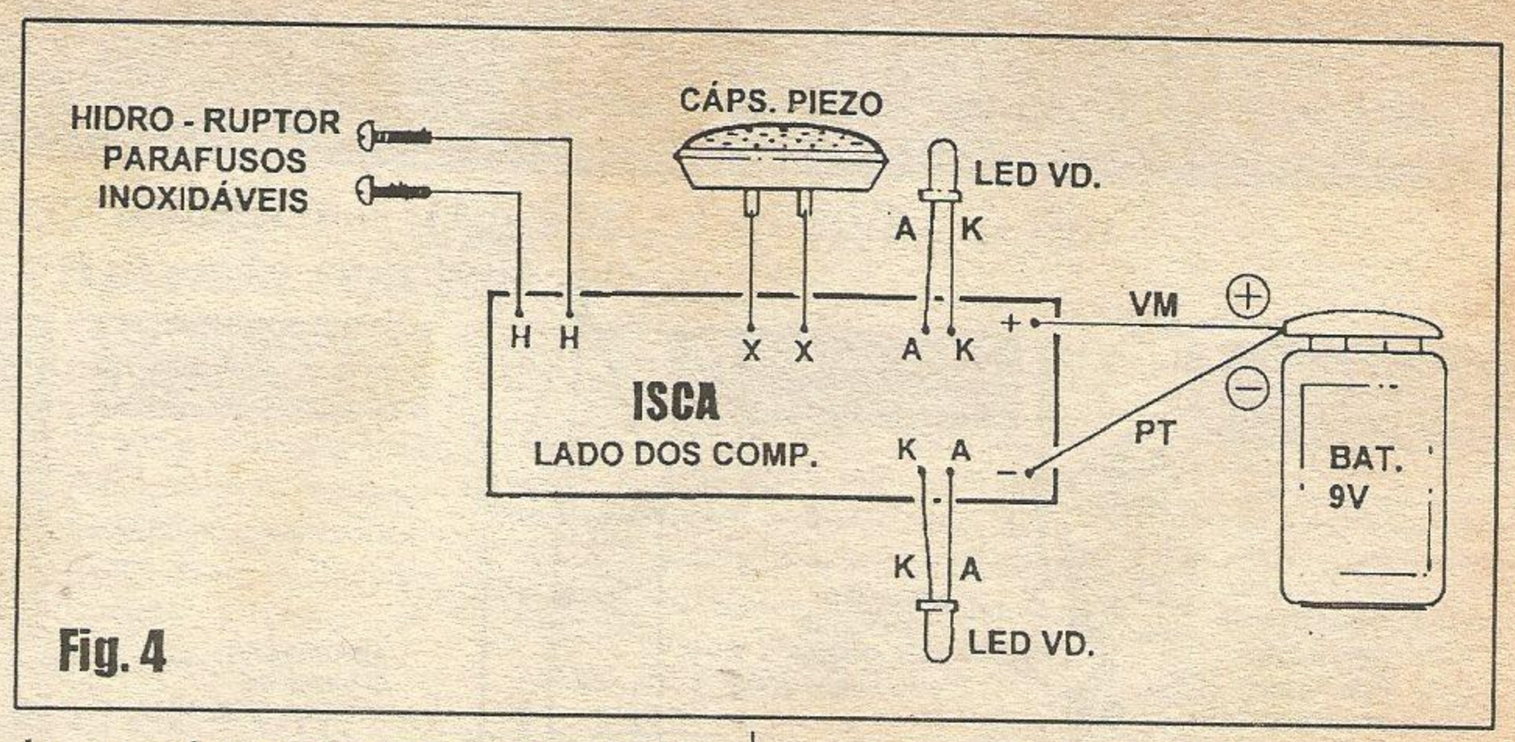

Fig. 4
**- FIG. 4 - CONEXÕES EXTERNAS À PLACA -** A placa continua vista pela mesma face mostrada no diagrama anterior... Só que agora, para não atrapalhar o entendimento, *invisibilizamos* os componentes lá relacionados, já que o interesse está direcionado unicamente para as ligações *da placa para fora*... Observar as ligações de alimentação, com o fio **vermelho** do *clip* da bateria ligado ao ponto (+) da placa, e o fio **preto** ao ponto (-). Notar as ligações (também polarizadas) dos terminais **A** e **K** dos dois LEDs, aos respectivos pontos simetricamente localizados junto às duas bordas maiores da placa (observação: os LEDs não precisam ficar *esparramados* feito parecem no diagrama, podendo situar-se verticalmente, perpendicularmente à placa...). As ligações dos terminais da cápsula piezo (qualquer que seja o *modelito* obtido...) aos pontos **X-X** da placa, não são polarizadas... Finalmente, aos pontos **H-H** são ligados (por pedaços pequenos de cabinho isolado, assim como ocorre com a cápsula piezo...) os dois parafusos inoxidáveis, contatos sensores do hidro-ruptor... Algumas dessas ligações são mais fáceis (e/ou *mais lógicas*...) de serem efetivadas, estando certas peças *já posicionadas* nos seus lugares definitivos dentro do *container*, servindo assim o presente diagrama como *guia geral* das conexões, mas devendo ser levado em conta o encapsulamento do circuito, conforme veremos adiante...